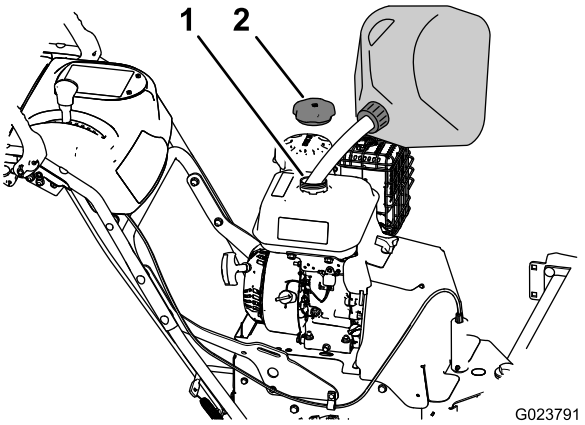

Figure 7
1. Nettoyez la surface autour du bouchon du réservoir de carburant (Figure 7).
2. Retirez le bouchon du réservoir de carburant (Figure 7).
4. Remettez le bouchon du réservoir en place et essuyez l'essence éventuellement répandue (Figure 7).